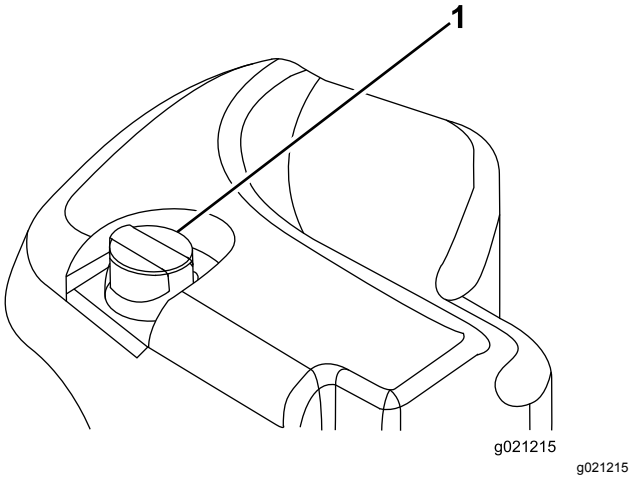

Figur 31
2. Gör rent omkring påfyllningsröret och hydraultanklocket (Figur 31). Skruva av tanklocket på påfyllningsröret.